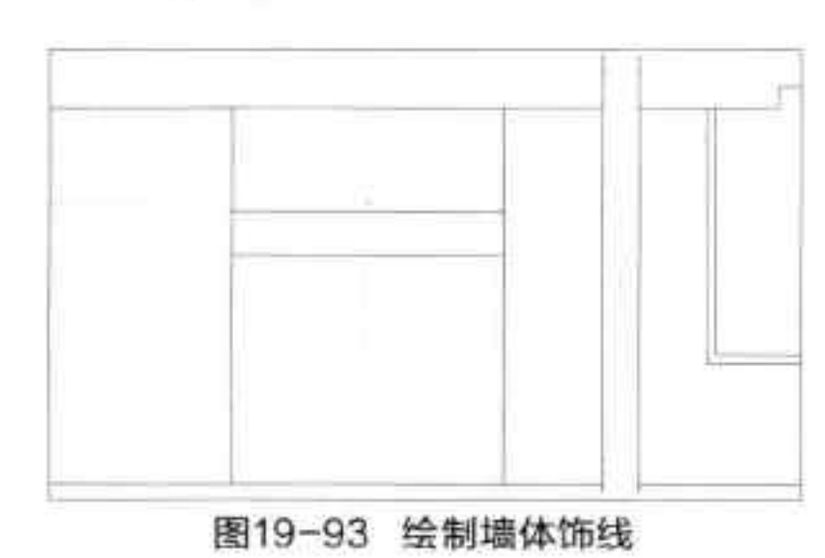

图19-93 绘制墙体饰线
Step 10 执行“直线”命令，绘制墙体饰线，如图 19-93 所示。